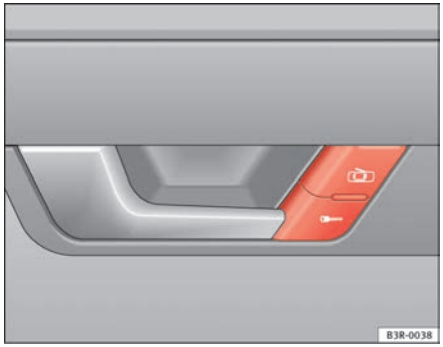

Fig. 70 Detail of driver door: Central locking switch
– Press the ⇒ fig. 70 ⇒ button.